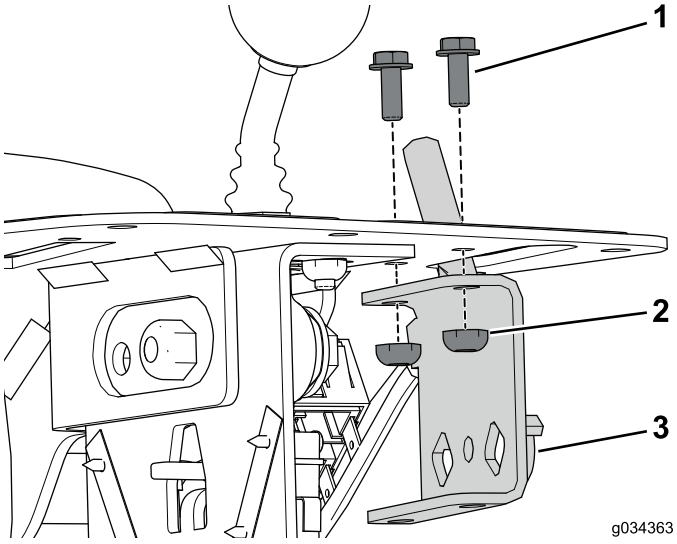

Figure 3
2. Déposez et mettez au rebut les 2 boulons et contre-écrous qui fixent l'ensemble accélérateur à la console (Figure 3).